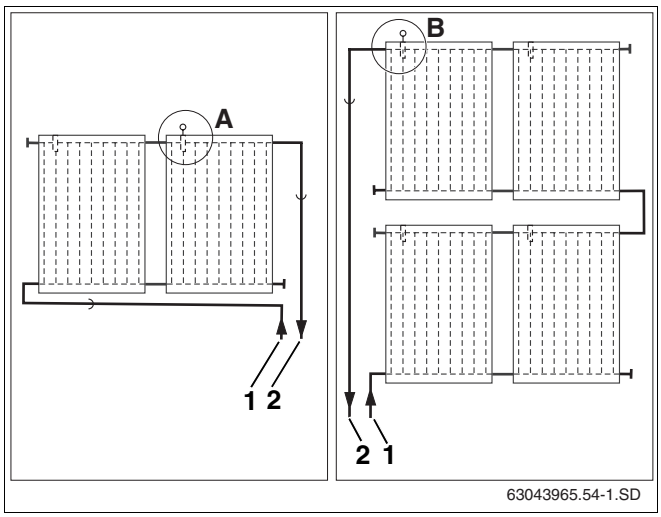

Abb. 32 Einbauort Kollektorfühler (schematische Darstellung)
Beachten Sie den Einbauort bei ein- bzw. zweireihigen Kollektorsystemen (Abb. 32).
Der Kollektorfühler muss im Kollektor mit der angeschlossenen Vorlaufleitung (Abb. 32, **Pos. 2**) montiert werden.
– Einbauort (Abb. 32, **Pos. A**) bei einreihigen Kollektorsystemen mit Vorlaufleitung rechts.
– Einbauort (Abb. 32, **Pos. B**) bei zweireihigen Kollektorsystemen mit Vorlaufleitung links.